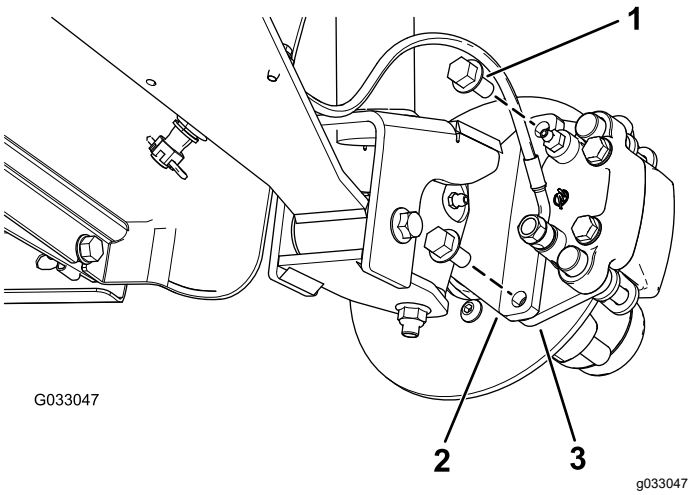
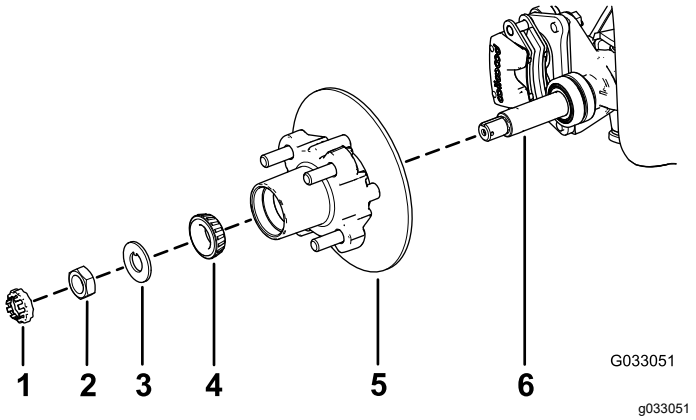

Figuur 24
Figuur 28
3. Verwijder de flenskopbouten (⅜" x ¾") waarmee de beugel voor de rem is bevestigd aan de as en verwijder de rem van de as (Figuur 24).
1. Breng een laagje van het aanbevolen smeermiddel aan op de as (Figuur 28).
2. Monteer de naaf en de rotor op de as met de rotor aan de binnenkant (Figuur 28).
3. Monteer het buitenste lager op de as en plaats het lager in de buitenste loopring (Figuur 28).
4. Monteer het borgplaatje op de as (Figuur 28).
5. Draai de asmoer op de as en zet de moer vast met een torsie van 15 N·m terwijl u de naaf draait om het lager te plaatsen (Figuur 28).
2. Lijn de remblokken aan beide zijden van de rotor (Figuur 24) en de openingen in de beugel van de remklauw uit met de openingen in de rembevestiging van het asframe (Figuur 28).
3. Bevestig de beugel van de remklauw aan het asframe (Figuur 24) met de 2 flenskopbouten (⅜" x ¾").